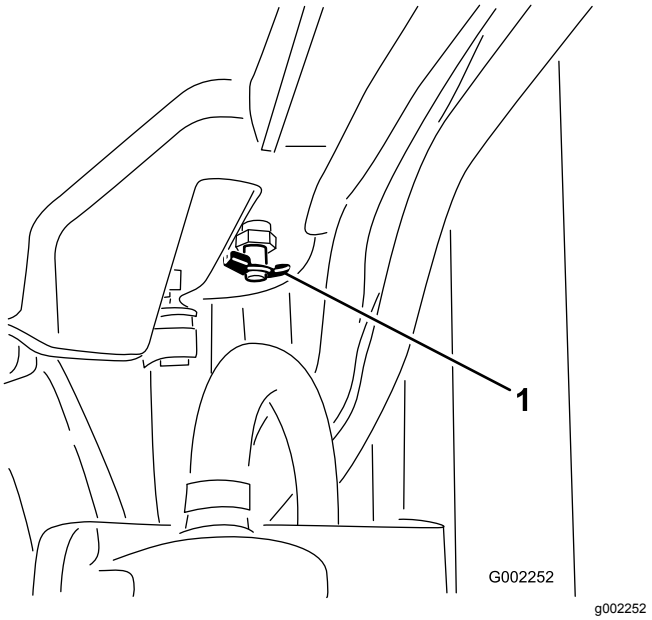

Figur 86
4. Åbn aftapningsventilen, og lad kølervæsken løbe ned i bakken (Figur 86).
6. Fjern kølerdækslet (Figur 86).
10. Når kølervæsken er blevet varm, skal du fylde op med kølervæske, så kølervæskestanden når op til dækslets lukkeflade og stramme dækslet til (Figur 86).
11. Åbn ekspansionsbeholderens dæksel, og fyld tanken med kølervæske til niveauet Kold (Figur 86).